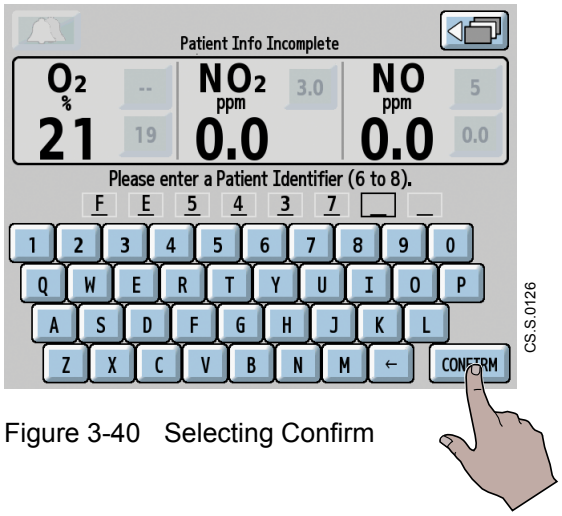

Figure 3-40 Selecting Confirm
3. When the keyboard appears (Figure 3-40), enter the patient identifier of 6 to 8 alphanumeric characters, including spaces.